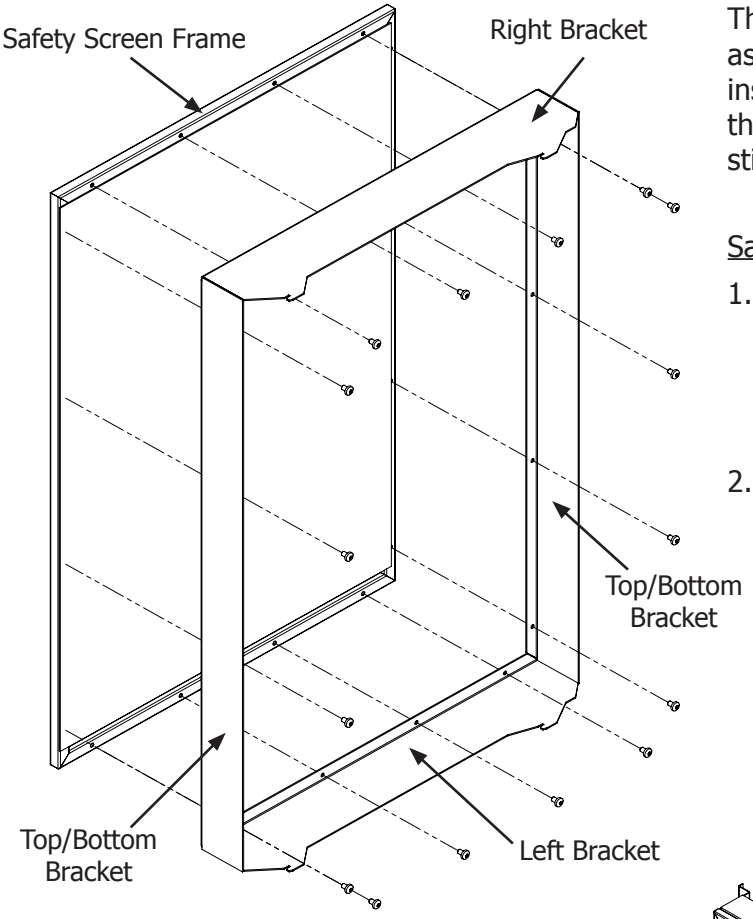

**Figure 30: Installing Safety Screen Mounts.**
1. Attach the left, right, top/bottom brackets onto the safety screen using a T20 screwdriver and the supplied sixteen (16) #8 T20 screws (see Figure 30). Do not over-tighten the screws, doing so could cause them to strip out of the screen frame.